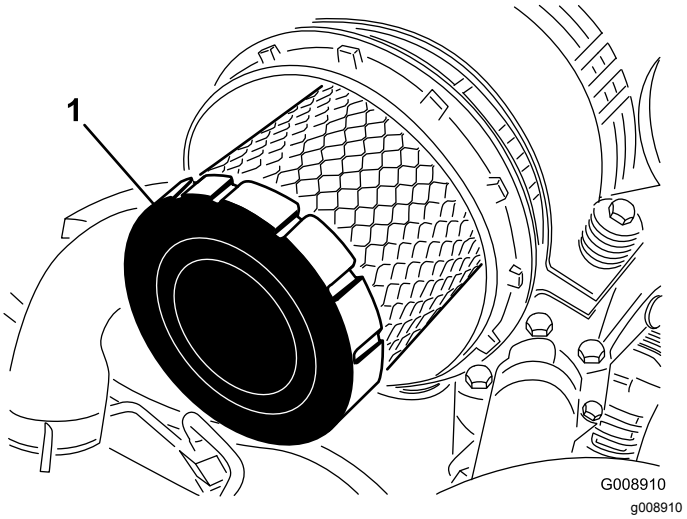

Figur 97
4. Fjern primærfilteret (Figur 97).